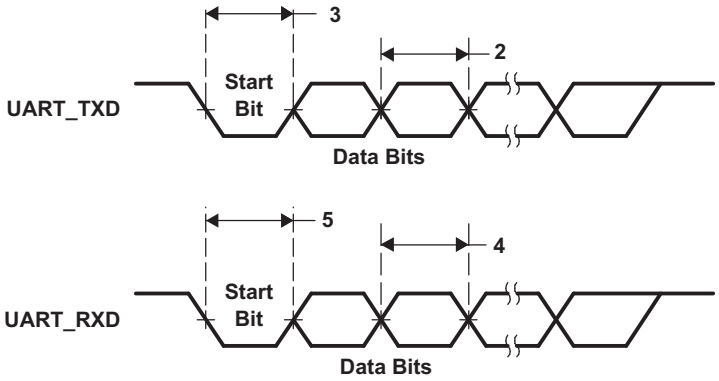

Figure 5-29. UART Transmit/Receive Timing
Table 5-30. Timing Requirements for UART Receive(1)(2) (see Figure 5-29)
(1) U = UART baud time = 1/programmed baud rate.
(2) These parametric values are measured at DV_{DDIO} = 3.3 V, 2.75 V, and 2.5 V
Table 5-31. Switching Characteristics Over Recommended Operating Conditions for UART Transmit(1) (2) (see Figure 5-29)